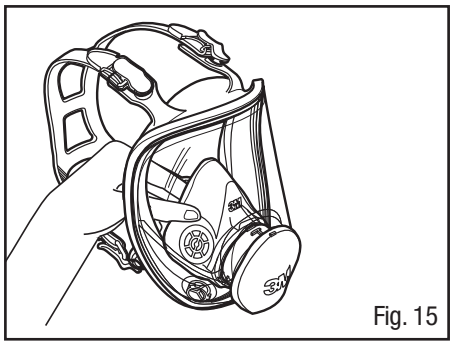
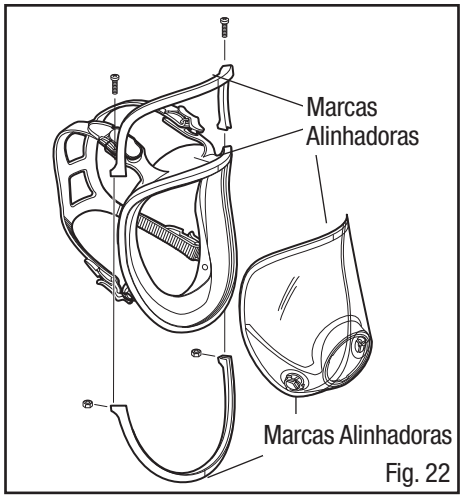

Fig. 15
Fig. 22
1. Remova o conjunto de copo do nariz puxando para fora do adaptador central dentro da peça facial (Fig. 15).
1. Retire o conjunto do copo de nariz puxando a partir do adaptador central dentro da peça facial (Fig. 15).
1. Retire o conjunto do copo de nariz puxando do adaptador dentro da peça facial (Fig. 15).
1. Retire o conjunto de copa nasal de dentro da peça facial (Fig. 15).
3. Retire os parafusos Phillips (2) da estrutura da lente/vedação de face. Puxe o topo e o fundo da estrutura desde a vedação facial.
5. Coloque a nova lente e vedação facial juntos, alinhando as marcas no topo e no fundo. Posicione a estrutura do topo e do fundo, alinhando novamente as marcas de topo e de fundo. Instale e aperte firmemente os parafusos. Certifique-se de que as marcas de alinhamento estão adequadamente alinhadas no topo e no fundo com todos os componentes (Fig. 22).
2. Posicione a estrutura de fundo, alinhando a marca vertical central e pressione no lugar (Fig. 22).